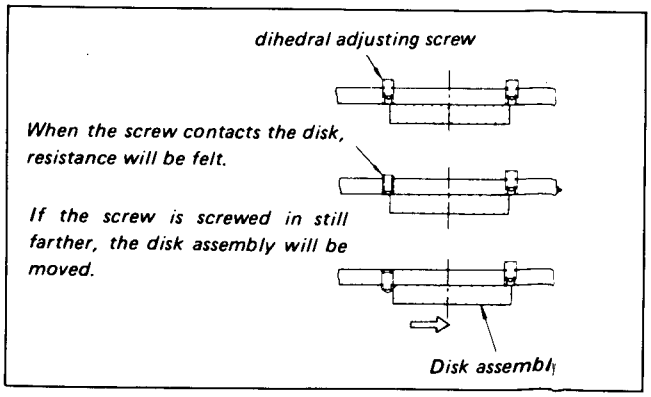

Fig. 3-12 Video head dihedral adjustment (3)
2) Of the two adjusting screws, screw in farther either one of them until resistance is felt. Screwing in the screw farther, the video head moves, and dihedral adjustment can be made. (See Fig. 3-12)